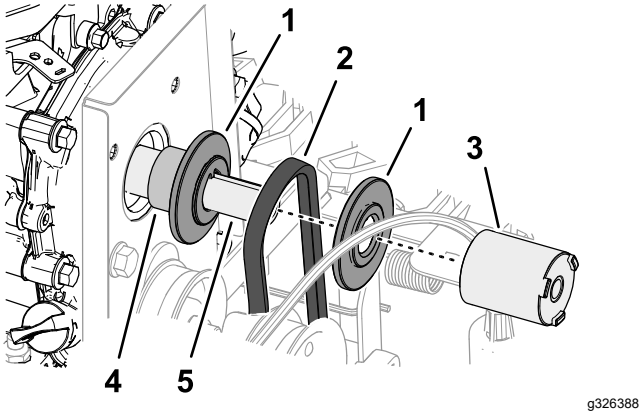

Figure 50
2. En haut de la machine, chaussez la courroie de déplacement dans la gorge de la poulie de déplacement, et faites-la passer par-dessus le vilebrequin du moteur (Figure 50).